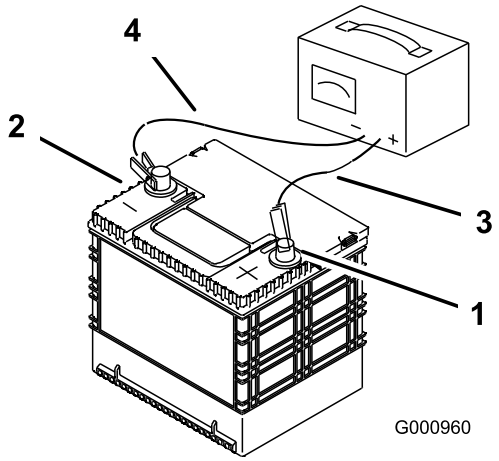

**Figuur 60**
2. Zodra de accu volledig is opgeladen, haalt u de acculader uit het stopcontact en maakt u vervolgens de oplaadkabels los van de accuklemmen (Figuur 60).